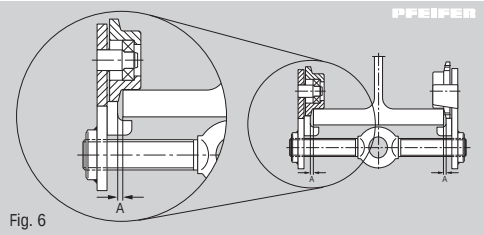

Fig. 6
6. Tourner à nouveau la traverse pour régler la bonne distance « A » des galets par rapport à la semelle de la poutre (Tab. 1, Fig. 6).